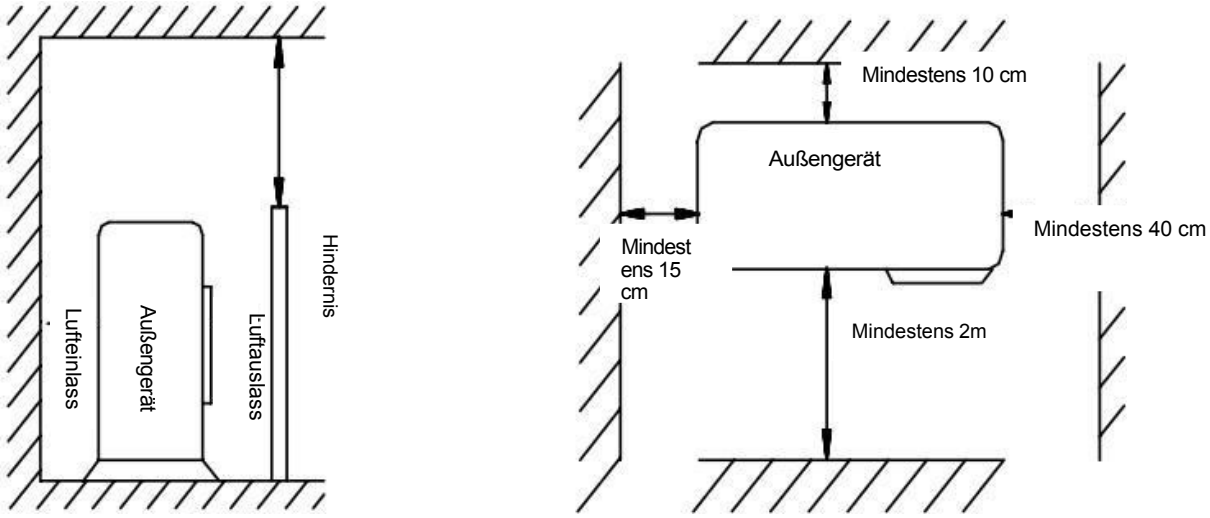

Abb. 2
- Der Installationsabstand muss gemäß Abb. 2 eingehalten werden.